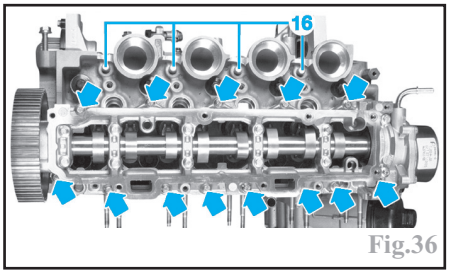

Fig.36
-les vis de fixation du carter chapeau de paliers (Fig.36).